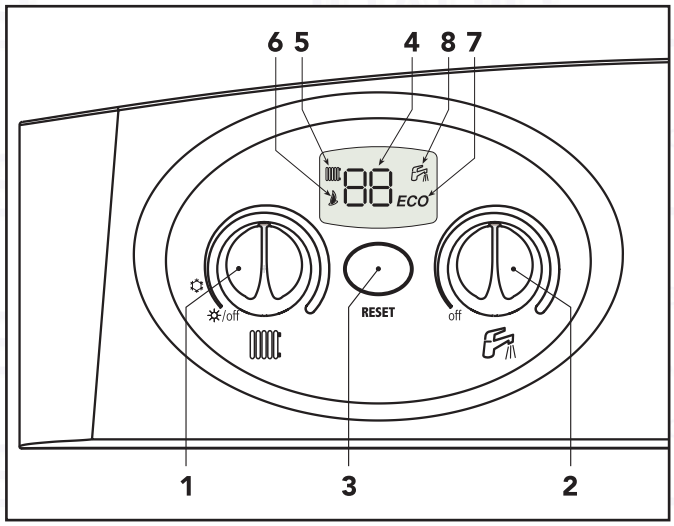

Fig. 1
During normal operation, the boiler diagnostics display the running information or boiler status on the control panel (Fig.1).see below.
Turn the knobs (ref. 1 and 2 Fig. 1) onto minimum.
To set the system delivery temperature, turn the knob (ref. **1** - Fig. 1).
To set the tap water temperature, turn the knob (ref. **2** - Fig. 1).